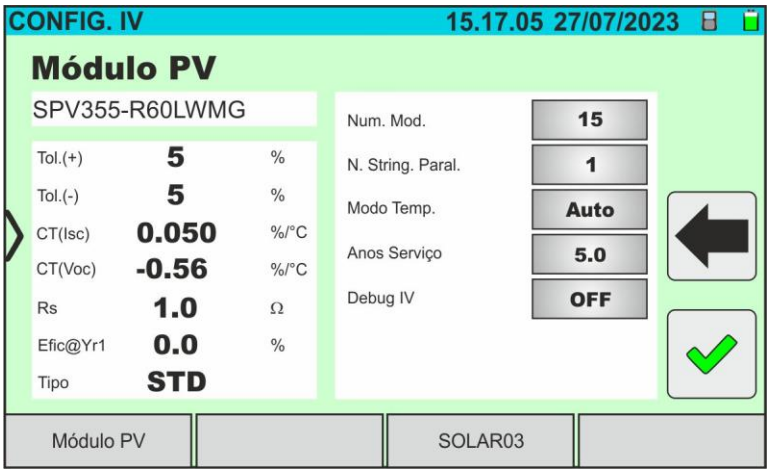

Fig. 42: Parâmetros de medição da curva I-V
6. Tocar no botão "**Config**." (referência ao módulo Monofacial). O ecrã seguinte é apresentado na Fig. 42. São apresentados os seguintes parâmetros:
12. Tocar no botão "**Config**." (referência ao módulo Monofacial). O ecrã seguinte é apresentado na Fig. 42. São apresentados os seguintes parâmetros: